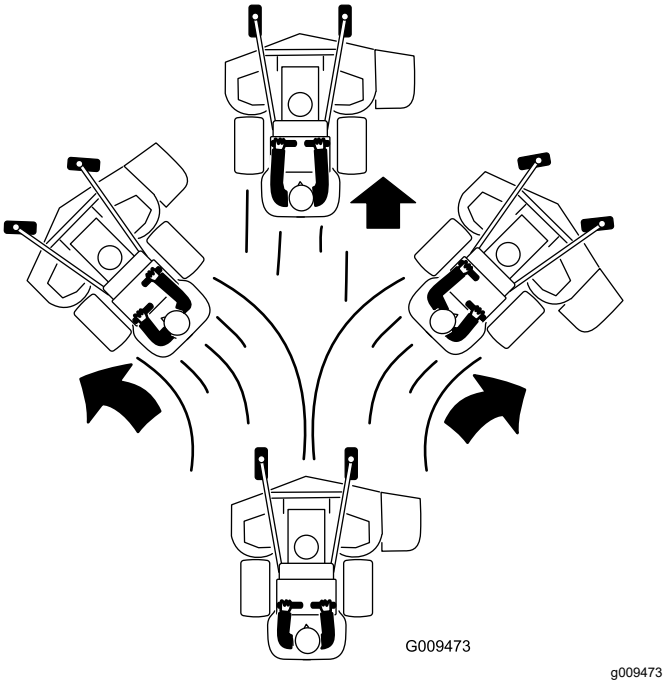

Figura 25
3. Empuje lentamente las palancas de control de movimiento hacia adelante (Figura 25).